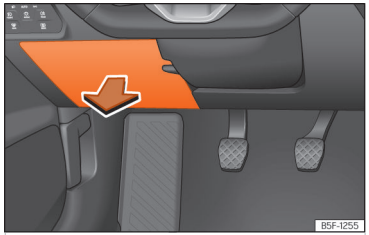

Abb. 223 Auf der Fahrerseite in der Instrumententafel: Abdeckung des Sicherungskastens.
- *Öffnen:* Abdeckung nach unten aufklappen ››› (Abb. 223).